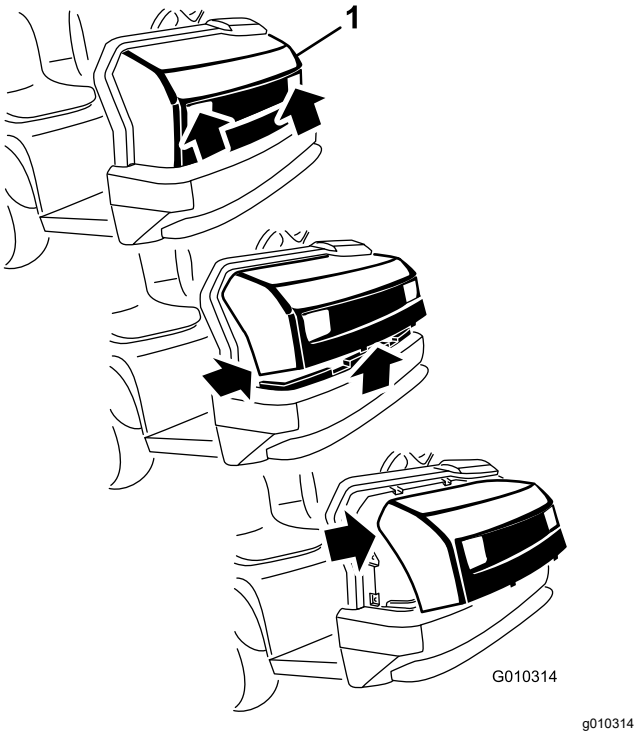

Figur 38
1. Fatta tag i strålkastaröppningarna på motorhuven och lyft huven uppåt så att de nedre monteringstapparna lossnar från ramspåren (Figur 38).
2. Sväng huvens nedre del uppåt tills de övre monteringstapparna kan dras ut från ramspåren (Figur 38).
3. Sväng huvens övre del framåt och koppla loss ledningskontakterna från strålkastarna (Figur 38).